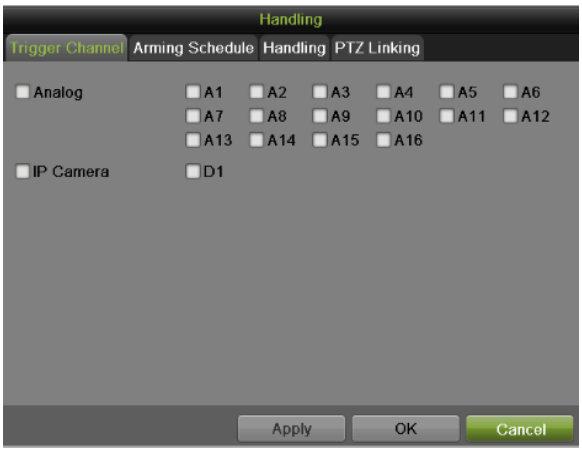

Figure 94 Trigger Channel Settings Menu
7. Click Handing Set to pop-up the Handing menu, as shown in Figure 94.